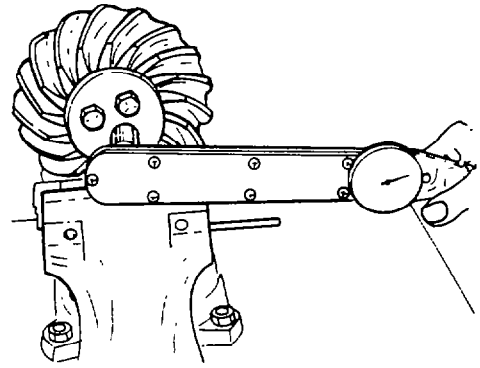

Fig. 317 — Installing Clamp Plate
f. Position the pinion shaft assembly in a soft jawed vice, align the clamp plate and install the retaining bolts (see fig. 317). Torque the bolts to 75 – 100 Nm (55 – 75 lb.ft).